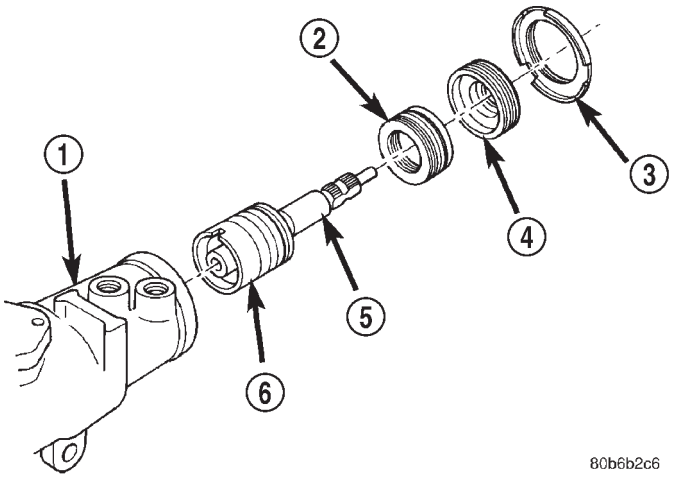

Fig. 26 Valve Assembly With Stub Shaft
(4) Pull stub shaft and valve assembly from the housing (Fig. 26).